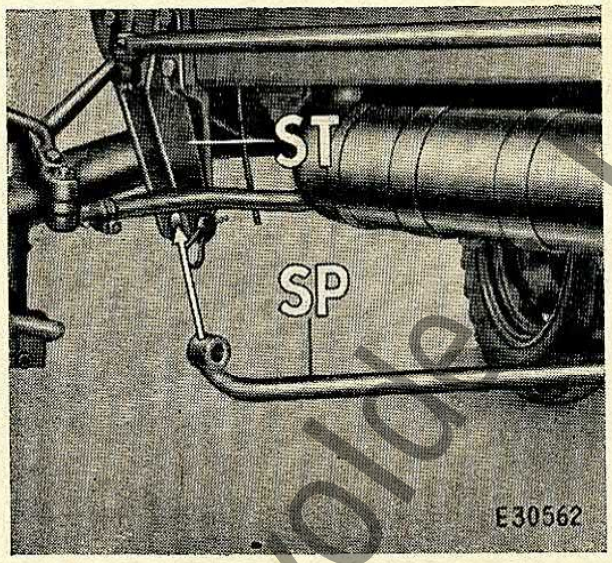

Bild 19
13. Spreize (SP, Bild 19) in den Stützbock (ST) einführen und mit Bolzen und Federsplint sichern. Hydraulik wieder ausschalten.